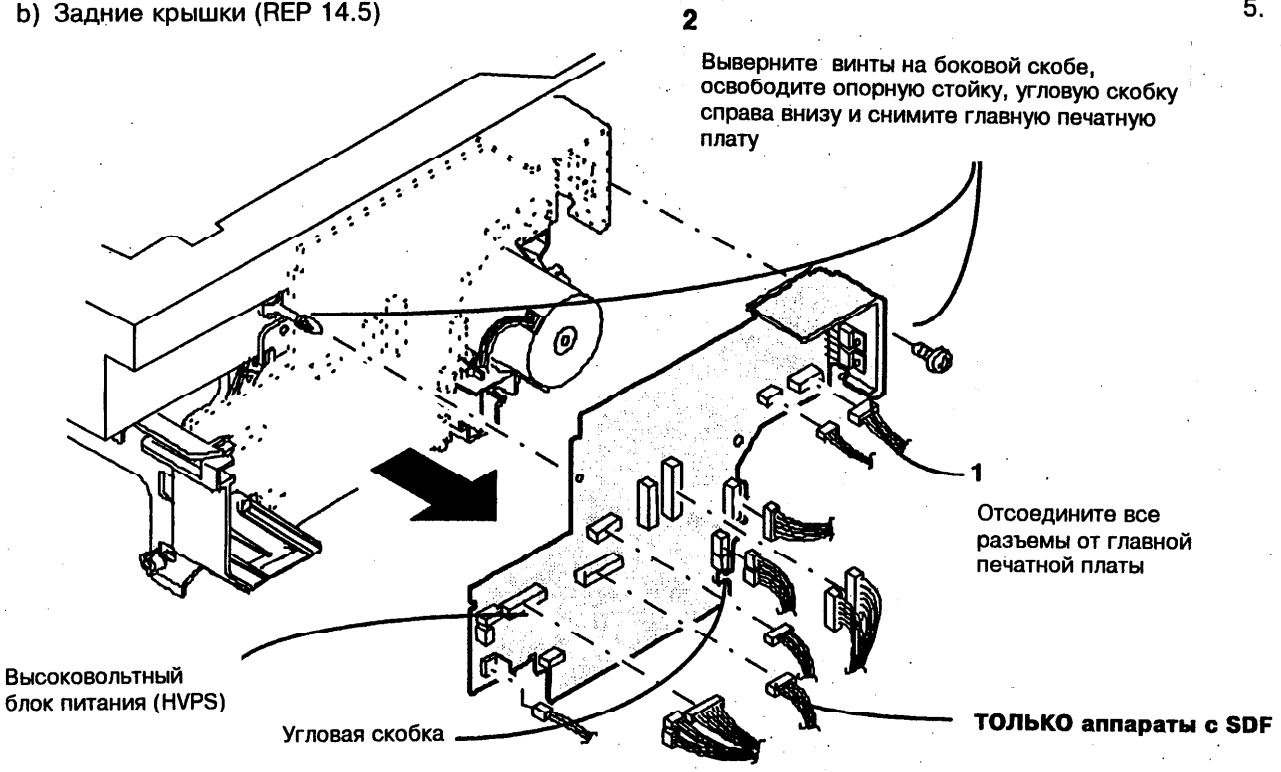

Рис. 1. Снятие главной печатной платы
3. (Рис.1): Снимите главную печатную плату.